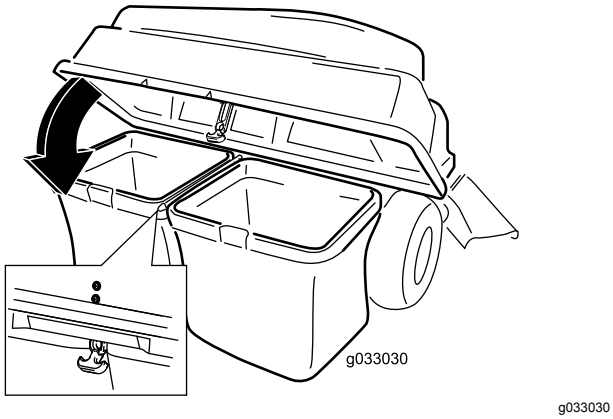

Bild 22
5. Senken Sie die Abdeckung des Heckfangsystems auf die Körbe ab (Bild 22).
6. Befestigen Sie die Abdeckung mit dem Riegel (Bild 22).